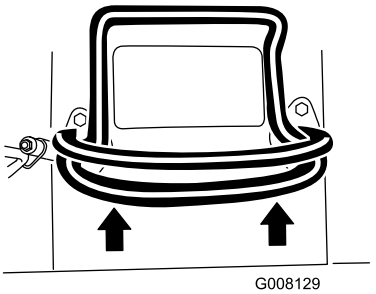

**Figuur 7**
- Om vooruit te rijden, beweegt u de tractiehendel naar voren (Figuur 7).